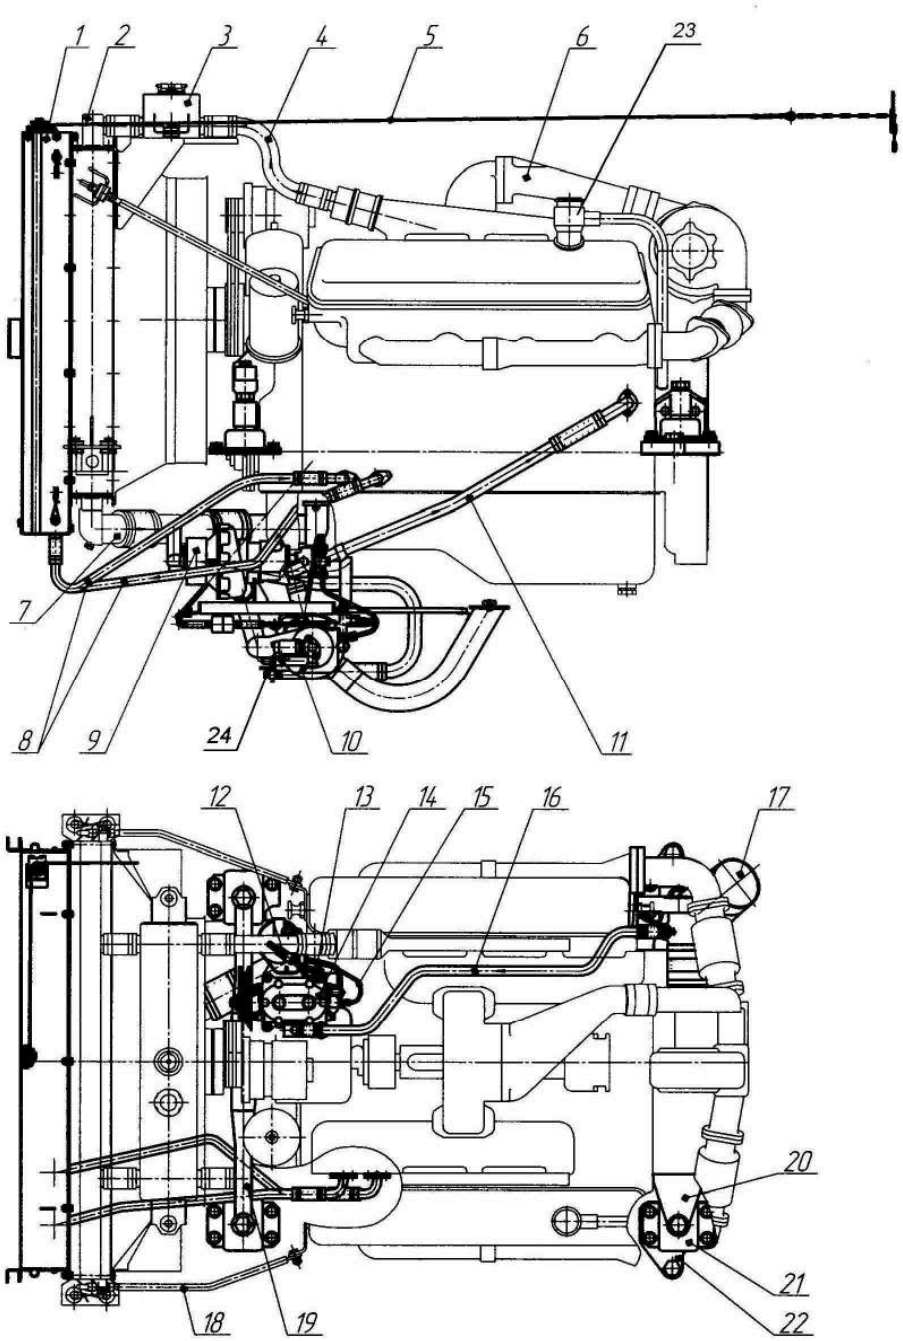

Рис. 2 Двигатель с системами
Заправку масла в картер двигателя необходимо производить через маслозаливную горловину 23 (рис. 2).
– открыть капот, снять крышки с заливных горловин на радиаторе 2 (рис. 2) и расширительном бачке 3;